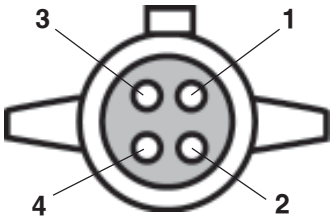

Figure 4
1. Wire the vehicle to match the plug, as shown in Figure 4. Apply a silicone sealant to the wires where they attach to the plug – this will help prevent damage from moisture and corrosion.